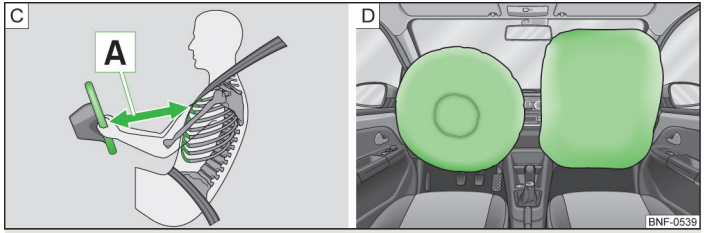

Fig. 91 **Safe distance to steering wheel/inflated airbags**
When the airbags are deployed, they inflate in front of the driver and front passenger » Fig. 91 - D. The forward movement of the driver and of the front passenger is cushioned when they make contact with the fully inflated airbag and the risk of injury to head and chest is thus reduced.
- For the driver and front passenger, it is important to maintain a distance of at least 25 cm to the steering wheel or dashboard A » Fig. 91. Not maintaining this minimum distance will mean that the airbag system will not be able to properly protect you – hazard! The front seats must always also be correctly adjusted to match the body size of the occupant.